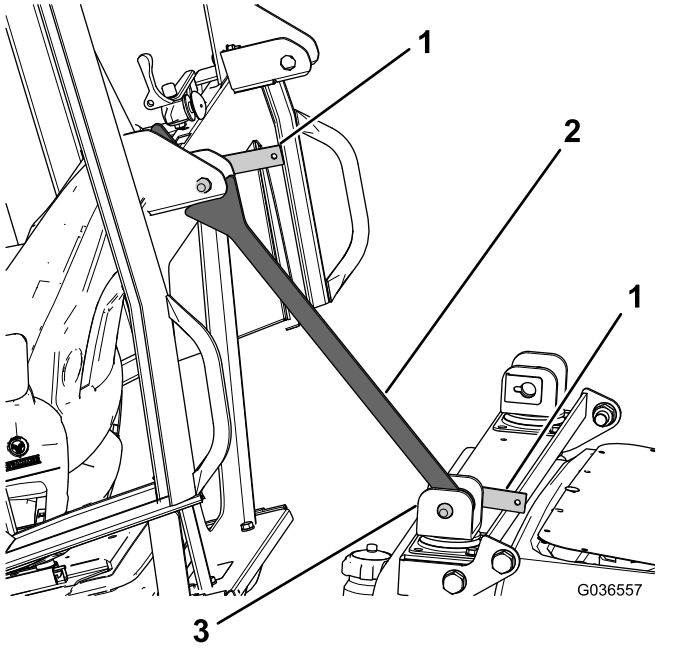

Figure 22
C. Once the safety support bracket is secured, rotated the cross-beam bracket toward the cab so that it rests against the bracket on the rear of the cab (Figure 22).
D. Insert the remaining locking lever through the top bracket to ensure that the safety support bracket stays in place (Figure 22).